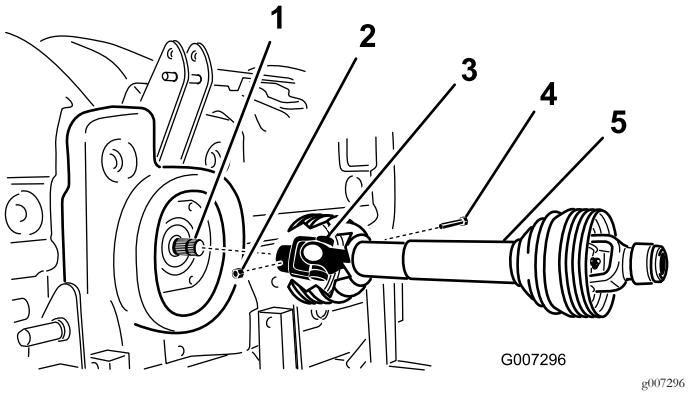

Figur 11
2. Koble kraftuttakets aksel til girkassens inngående aksel med en 1/2 x 3,00 tommers bolt og en 1/2 tommes mutter (Figur 11).